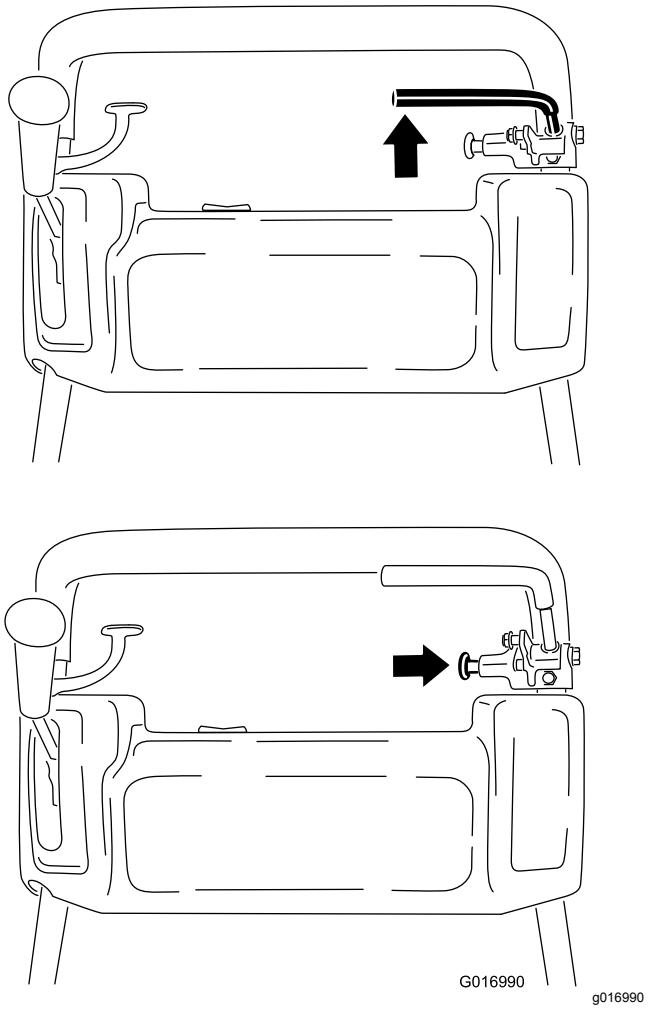

Figuur 37
1. Schakel de bedrijfsrem volledig in en duw de knop van de parkeerrem in zodat de bedrijfsrem op de pen van de parkeerrem rust (Figuur 37).